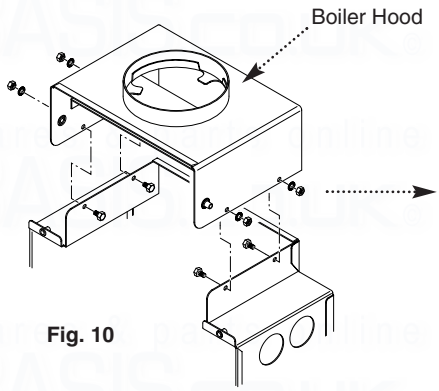

Fig. 10
2. The hood may be fitted now or when the boiler is in situ. Secure using the four nuts and set screws provided (Fig. 10).